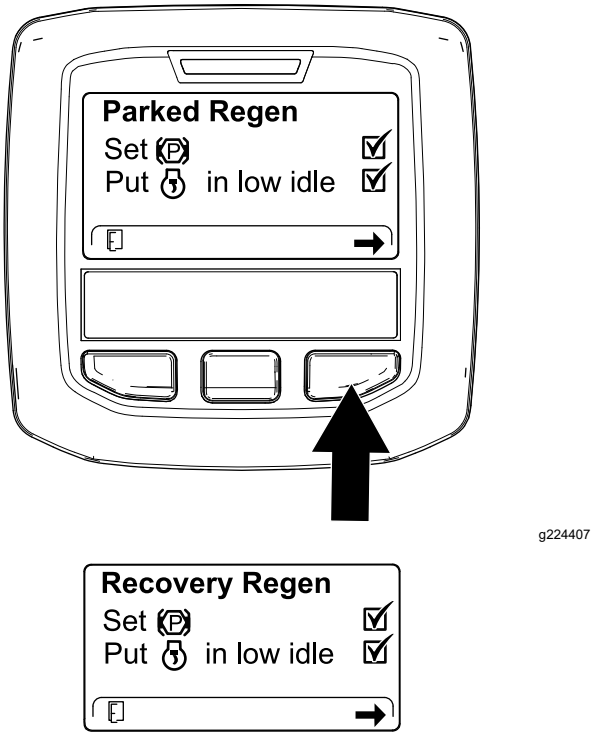

Figur 62
3. Kontrollera att parkeringsbromsen är inkopplad och att motorvarvtalet är inställt på låg tomgång via skärmen för kontrollistan för dieselpartikelfiltret (Figur 62).